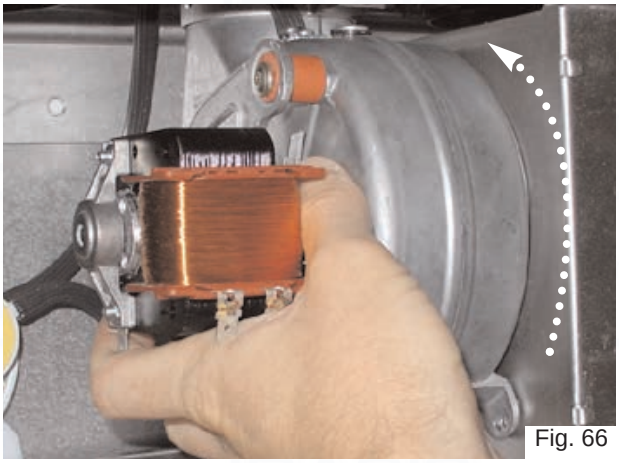

Fig. 66
4. Turn the fan anticlockwise to disengage from flue outlet and lift clear *(see Fig. 66)*;